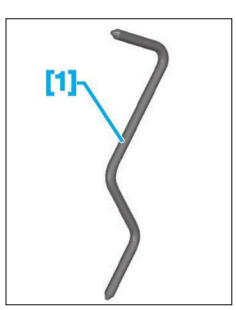

**Fig. 2**
- [1] Pige de volant moteur (réf : 0188.Y) **(Fig.2)**.